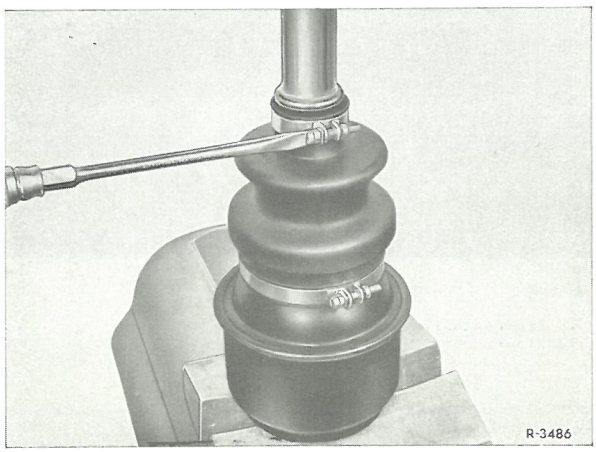

Fig. 35-4/13
14 Gummimanchet (14) fastgøres med nye slangebånd på anslagskappe (18) og på bagakselhalvdel (15). Herunder skydes manchetten helt hen til den på bagakselhalvdelen drejede vulst (fig. 35-4/1 og 13).